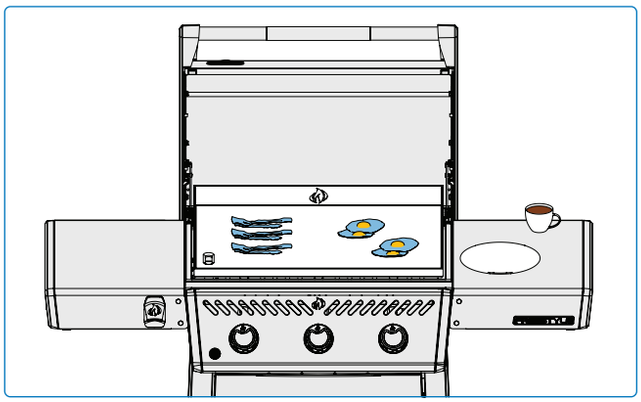

Fig. 8
- Réglez les différents brûleurs à différents niveaux de chaleur pour créer des zones de température spécifiques. Surveillez la température de la surface de la plaque à l'aide d'un thermomètre infrarouge pour vous assurer que chaque zone est au niveau de chaleur souhaité. Utilisez la chaleur directe (placée directement au-dessus des brûleurs allumés) pour les aliments qui nécessitent une cuisson rapide, tandis que la chaleur indirecte (placée sur le côté) peut être utilisée pour une cuisson plus lente ou pour maintenir les aliments au chaud. **(Fig. 8).**